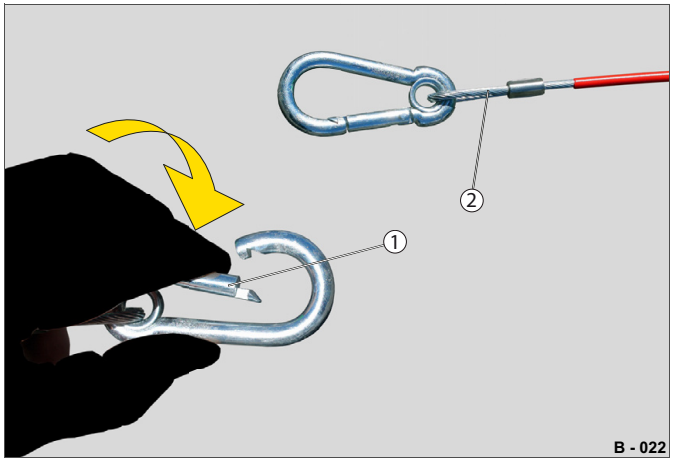

Abb. 20 Odtrhové lanko s karabinkou
- ▶ Zatlačte na zaklapávací uzávěr (Abb. 20/1) karabinky.